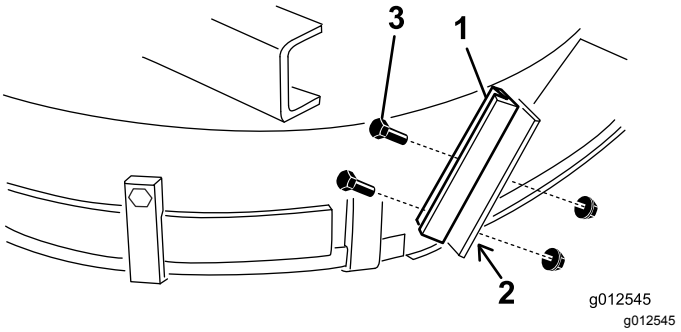

Figur 17
1. Bruk den nye stoppeanordningen på avlederen som mal, sett den på den originale, flate avlederstoppeanordningen. (Figur 17). Påse at den nye stoppeanordningen på avlederen er plan med bunnen, i kontakt med siden på klippeenheten, og parallell med ytterkanten av avlederstøtten.
3. Monter den nye avlederstøtten på den gamle avlederstoppeanordningen med to bolter (1/4–20 x 3/4 tomme) og låsemuttere (1/4–20 tomme), som vist i Figur 17.